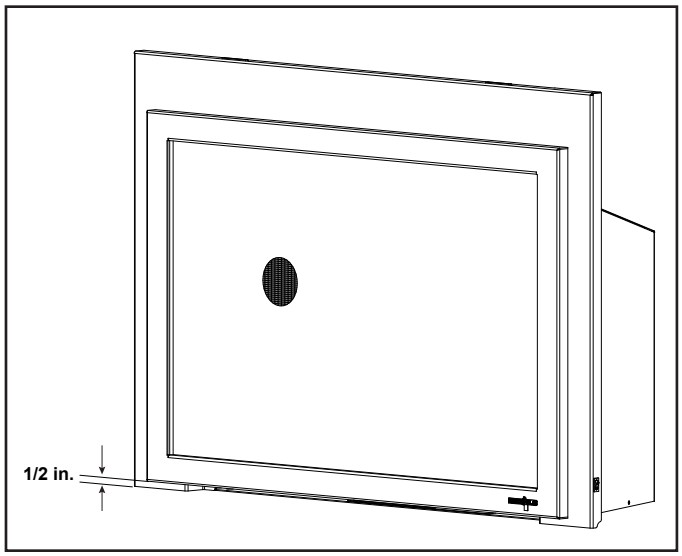

Figure 3.7 Minimum Required 1/2 in. Gap
Minimum fireplace opening requirements for a standard 3/4 inch deep surround are shown in Figure 3.7. For smaller openings, a custom surround is available.
- A metal lip protuding above the hearth pad of the solid fuel firebox may be removed. See Figure 3.7.